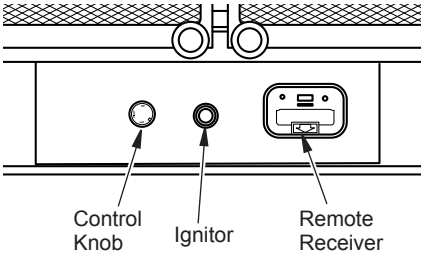

Figure 22 - Heater Control Locations
4. Push in control knob slightly and turn clockwise ↷ to the OFF position (see Figure 22).
5. Wait five (5) minutes to clear out any gas. Then smell for gas around heater and near the floor. If you smell gas, STOP! Follow "B" in the safety information above. If you do not smell gas, go to the next step.
6. Push in control knob slightly and turn counterclockwise ↶ to the PILOT position. Press in control knob for five (5) seconds.